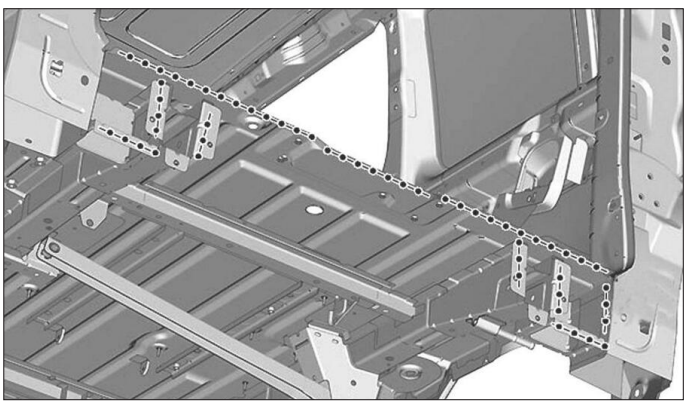

FIG. 110
• Préparer les bords d'accostage et les protéger par un apprêt soudable **(Fig.110)**.